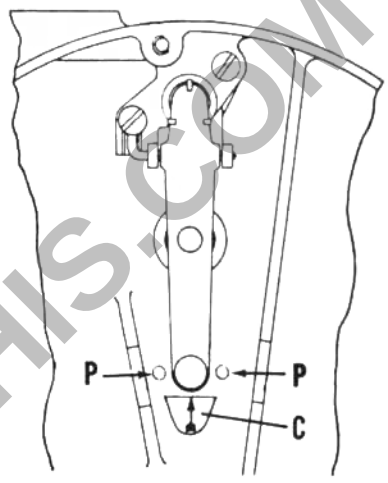

Fig. C788J — Location of posts (P) and arrow (C) for the purpose of setting the fuel inlet valve lever.
The casting (C — Fig. C788J) is marked with an arrow to assist in setting the low pressure valve lever. Be sure to center the lever on the arrow before tightening the screws which retain the valve block. The top of the lever should be flush with the top of the two posts (P).